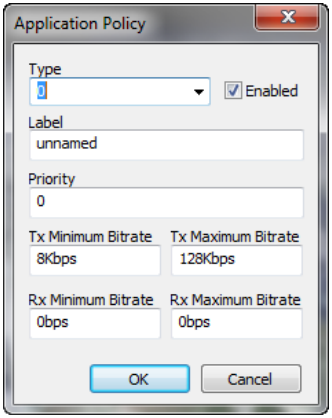

Figure 3-85 Application Policy Settings
3. Enter the Type value, Label, Priority, and Bitrate limits for this policy (figure 3-85), then click **OK** to enter this policy in the table.